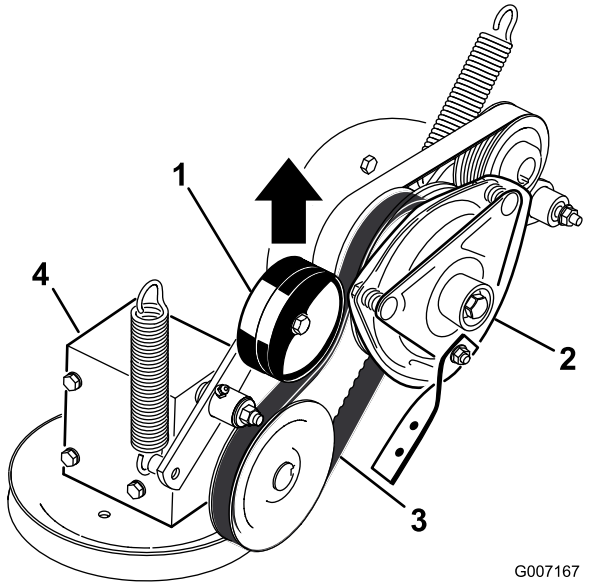

Figur 57
5. Dra upp kraftuttagsdrivremmens fjäderbelastade remskiva och lossa remmen från kopplingsskivan (Figur 57).
17. Dra upp kraftuttagsdrivremmens fjäderbelastade remskiva och montera den på kopplingsskivan (Figur 57).